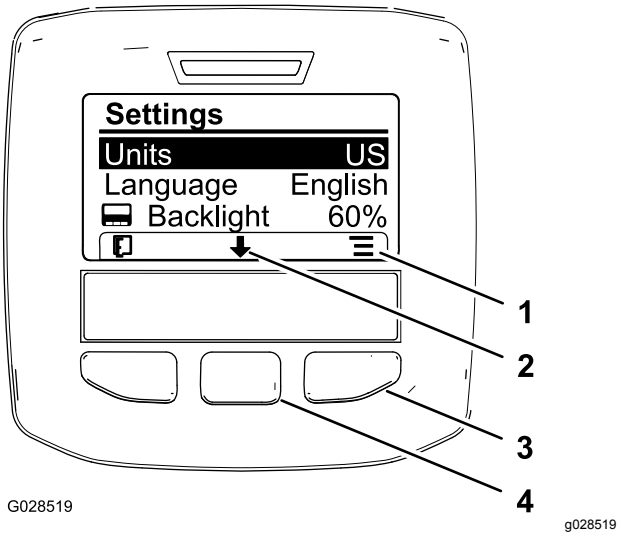

Figur 53
2. Måleenhed ændres ved at trykke på den højre valgknap for at ændre de angivne måleenheder (Figur 53).
3. Det viste sprog på skærmen ændres ved at trykke på den midterste valgknap (knappen under nedpilen på skærmen) for at flytte den valgte indstilling til sprog (Figur 53).
4. Tryk på den højre valgknap (knappen under listeikonet på skærmen) for at fremhæve det angivne sprog, der bruges på skærmen (Figur 53).
6. Tryk på den venstre valgknap for at vende tilbage til startskærmen (Figur 53).